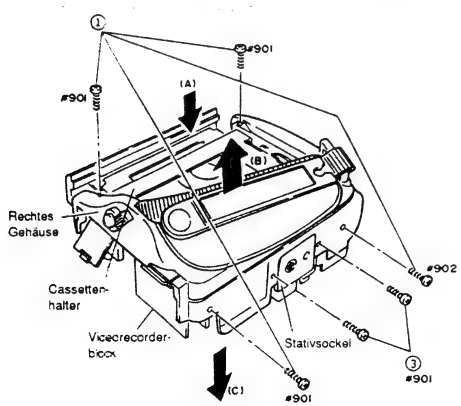

Abb. 2-27
1) Vier (4) Befestigungsschrauben des rechten Gehäuses entfernen (siehe Abb. 2-27).
2) Das rechte Gehäuse von dem Videorecorderblock in Richtung des Pfeiles (B) abnehmen, während der Cassettenhalter in Richtung des Pfeiles (A) gedrückt wird.
3) Zwei (2) Befestigungsschrauben des Stativsockels entfernen.
4) Den Stativsockel von dem rechten Gehäuse in Richtung des Pfeiles (C) entfernen.